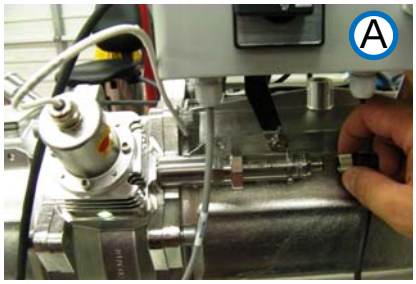

Figure 11-27: Replacing the Sensors (Generic View 1)
Step 1. To disconnect the harness connector (shown in view **A** in **Figure 11-27**), unscrew the sensor's threaded locking nut.